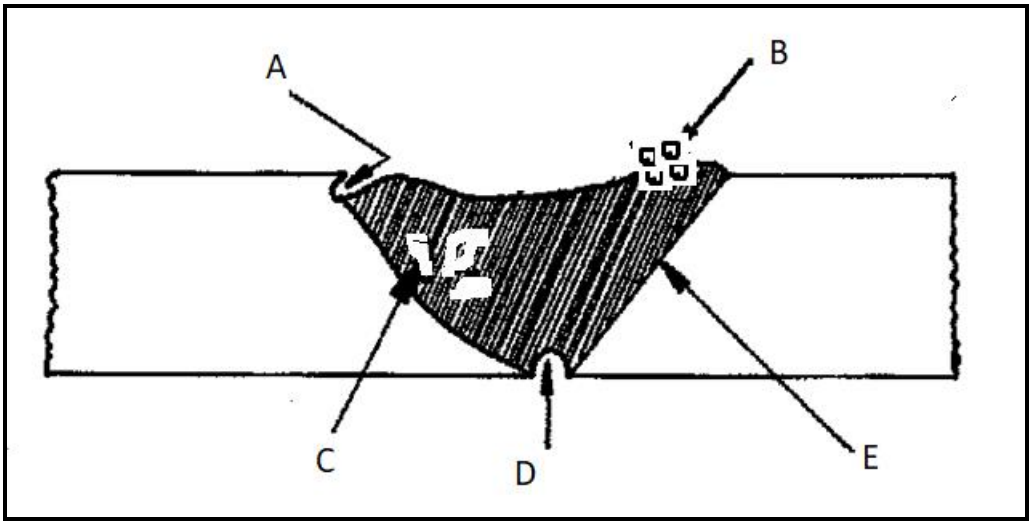

FIGURE 4 (5)
3.2 Study FIGURE 4 and label the different welding defects, marked (A–E). Write only the answer, next to the question number (A–E), in the ANSWER BOOK.